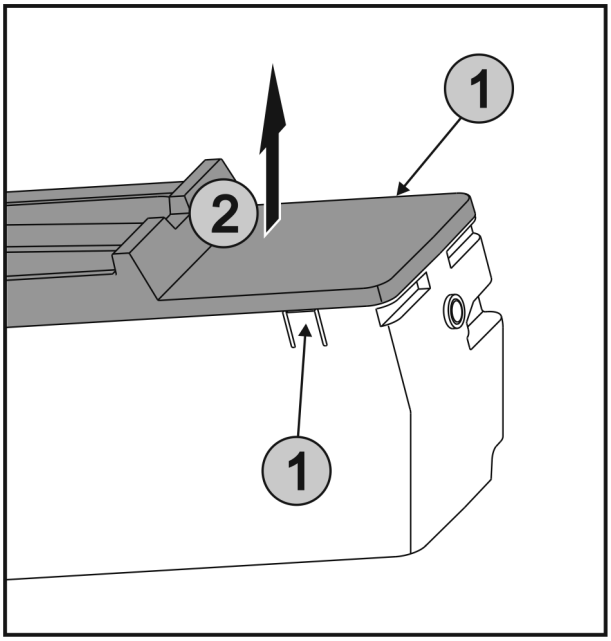

*Fig. 57*
▶ Press the lugs *Fig. 57 (1)* on both sides of the EasyTwist-Ice simultaneously and take off the cover *Fig. 57 (2)* upwards.